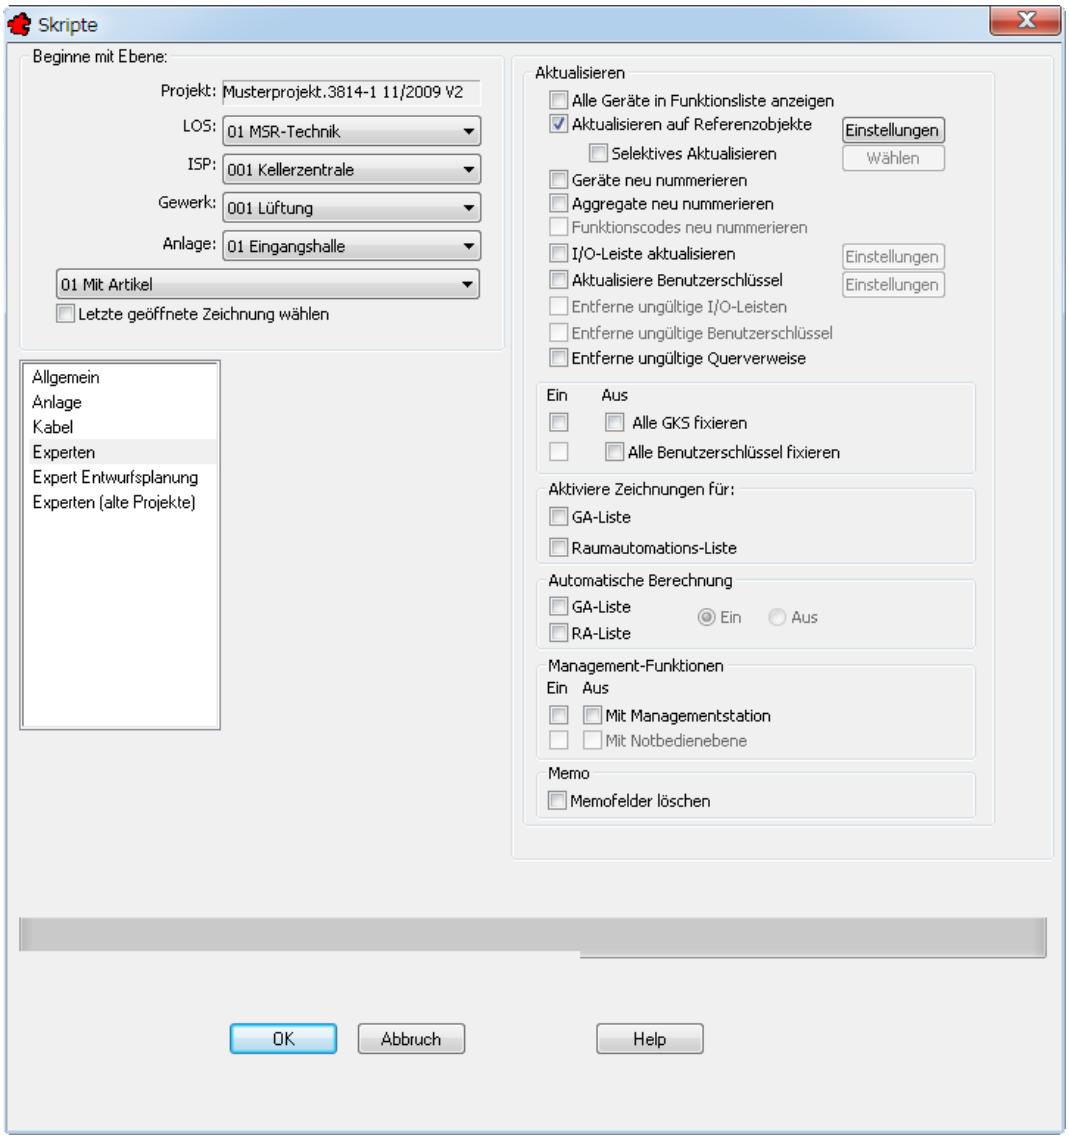

Bild 32.56 – Aktualisieren von Ebenen mit der Skriptfunktion
- Im Gruppenfeld *Aktualisieren* steht Ihnen nun die Option *Aktualisieren auf Referenzobjekte* zur Verfügung. Aktivieren Sie sie (Abb. 32.56).